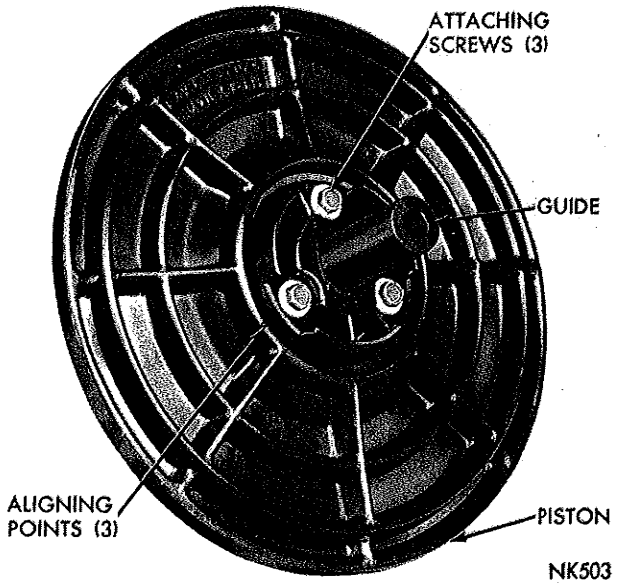
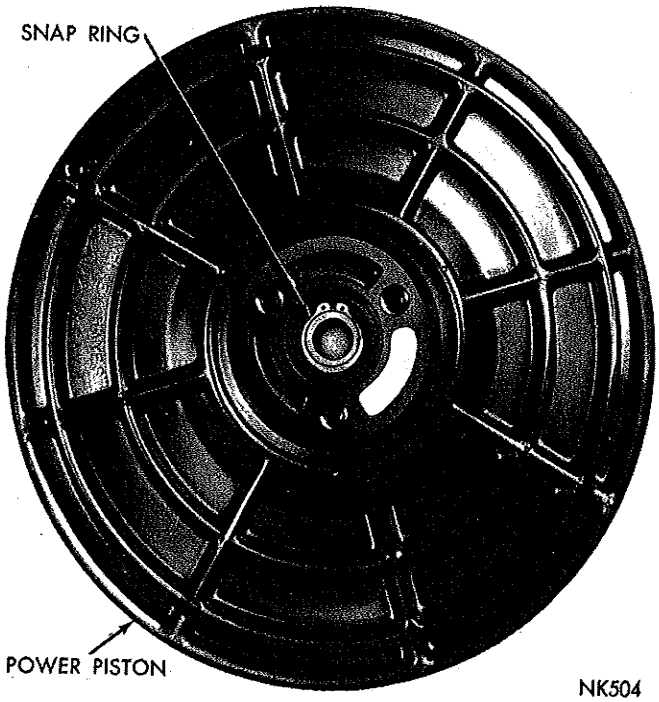

*Fig. 10—Power Piston Guide Attaching Screws*
*Fig. 11—Control Piston Snap Ring*
(1) Remove power piston diaphragm from power piston and lay it aside on a clean shop towel.
(2) Remove screws that attach plastic guide to plastic power piston (Fig. 10). Remove guide and place to one side.
(3) Remove power piston square seal ring, reaction ring insert, reaction ring and reaction plate. **If reaction plate sticks in power piston, it may be removed by pushing on operating rod. Do not push too far, as damage to floating valve can result.**
(4) Depress operating rod slightly, then remove truarc snap ring, using snap ring pliers. (See Fig. 11).
(5) Remove control piston by pulling operating rod straight out of power piston.
(6) Remove "O" seal ring from end of control piston.
(7) Remove filter elements and dust felt from control piston rod.
(1) Install control piston "O" ring on control piston and lubricate with silicone grease.
(2) Lubricate control piston assembly with silicone grease and insert into power piston. Install truarc snap ring in its groove, using snap ring pliers. Refer to (Fig. 11). Wipe all lubricant off end of control piston.
(3) Slide air filter elements and felt seal over push rod and down past retaining shoulder on rod. Install power piston square seal ring in its groove.
(4) Install reaction plate in power piston, aligning three holes with those in power piston, refer to (Fig. 10).
(5) Place rubber reaction ring in reaction plate. **Do not lubricate this ring.**
(6) Lubricate outer diameter of reaction insert with silicone grease and install in reaction ring.
(7) Install reaction insert bumper into guide. **Several small spots of silicone grease will hold bumper in position while guide is being installed into power piston.**
(8) Place guide on power piston, aligning holes with aligning points on power piston. Refer to (Fig. 10). Install retaining screws and tighten from 80 to 100 inch pounds. (Remove any resulting chips.)
(9) Install diaphragm on power piston, making sure that diaphragm is seated in power piston.